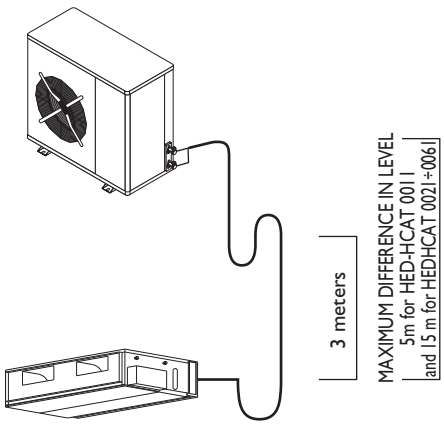

Fig. 3
4. If the outdoor unit is higher than the indoor unit by more than 3 m, an oil collection trap should be fitted every 3 m and an air trap should be included before the indoor unit (see Fig. 3).